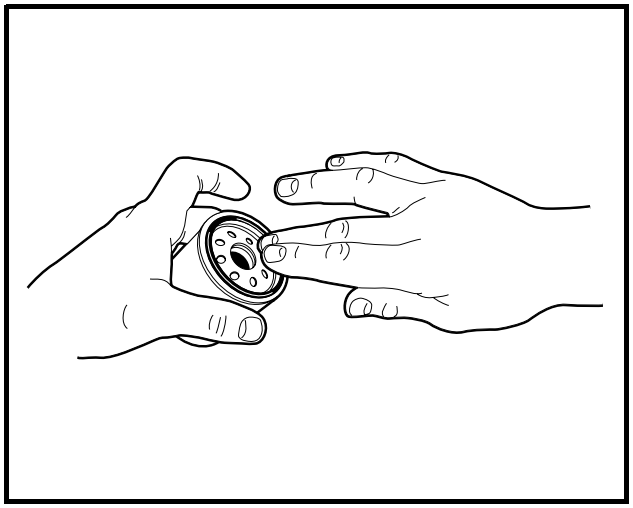

Figure 29 Coat Oil Filter Rubber Seal
11. Install a new oil filter (CCI P/N 1016467) onto the engine oil filter port. Apply a light coat of white lithium NLGI Number 2 grease (Dow Corning® BR2-Plus or equivalent) or new engine oil to the rubber seal around the outside surface of the filter before attaching it to the oil filter port **(Figure 29)**. This will help seal the filter to the oil mounting bracket.